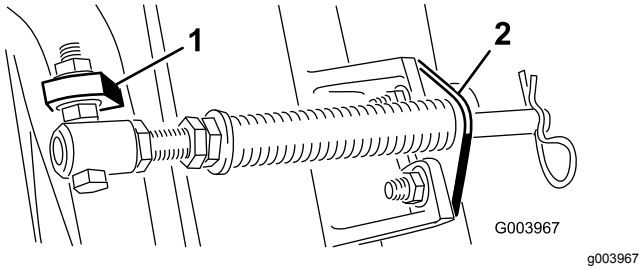

**Figur 6**
**Obs:** Placera bultens huvud mot flikens yttre sida såsom visas i Figur 6.
D. Montera stångbeslaget på klippenhetens flikar med hjälp av vagnsbultarna och muttrarna (Figur 6).